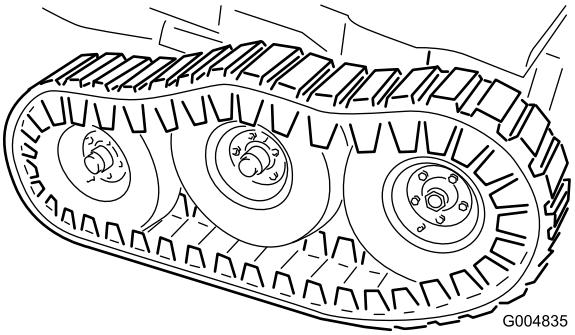

**Rysunek 121**
51. Załóż podkładki płaskie (1/2 cala) i nakrętki zabezpieczające na kołku gwintowanym osi obrotu wózka (Rysunek 121) i dokręć z momentem 102 N-m.